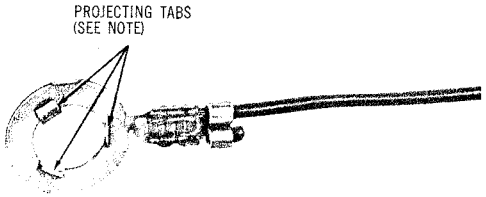

Fig. 19—Wire Lead Lug
8.02 The conductors are 24-gauge PVC insulated wire equipped with a crimped terminal lug at one end (Fig. 19).